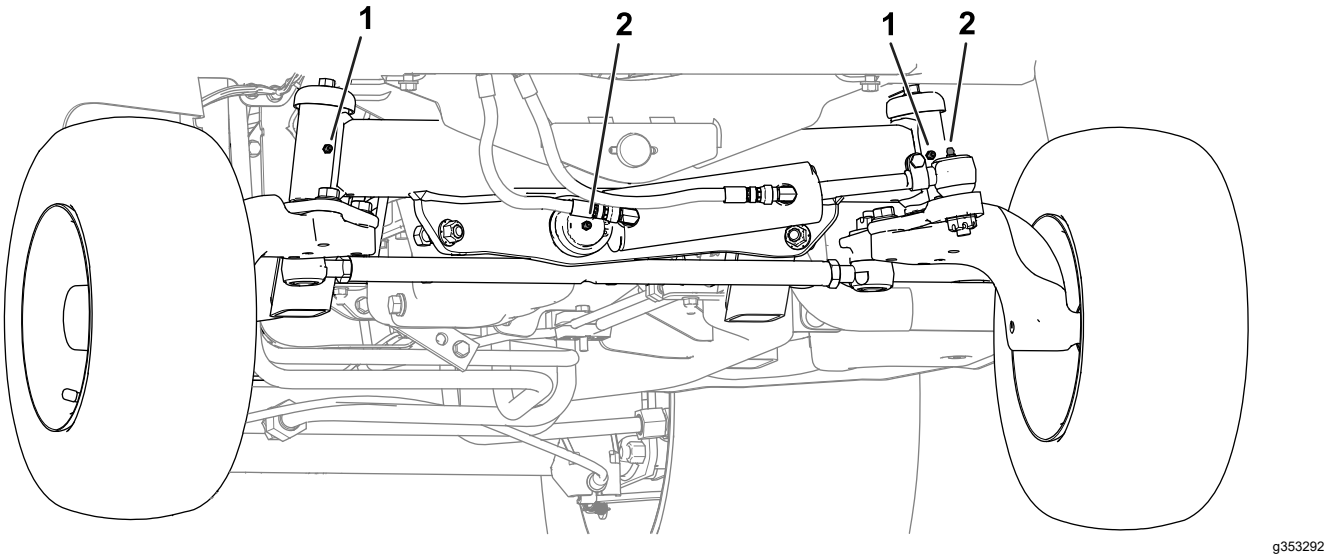

Figuur 51
- **Achterkant van de machine** (Figuur 51):
- Kogelverbinding van hydraulische cilinder (2)
- Asnaven (2)